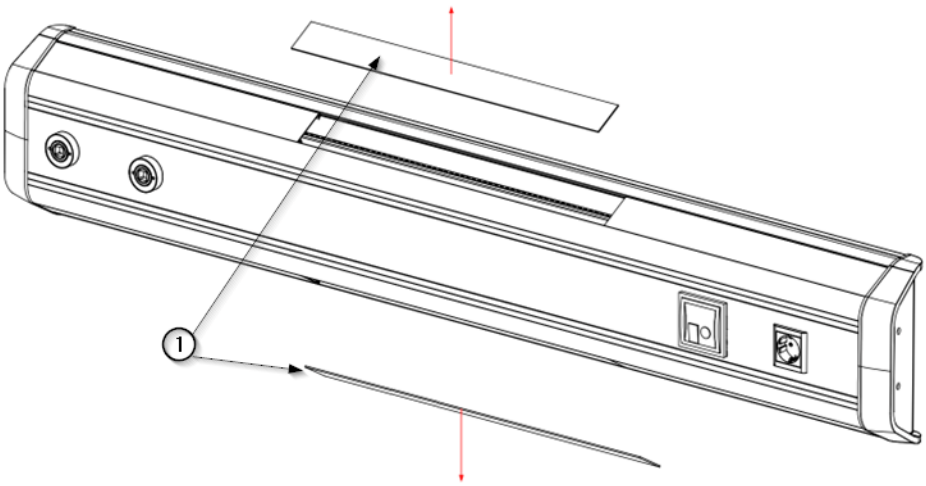

Fig.3 Remoção dos difusores superior e inferior
- Retire os difusores de luz ①, conforme ilustrado na Fig. 3. Utilize uma chave de fendas de lâmina plana com cuidado para não riscar a pintura das tampas laterais.